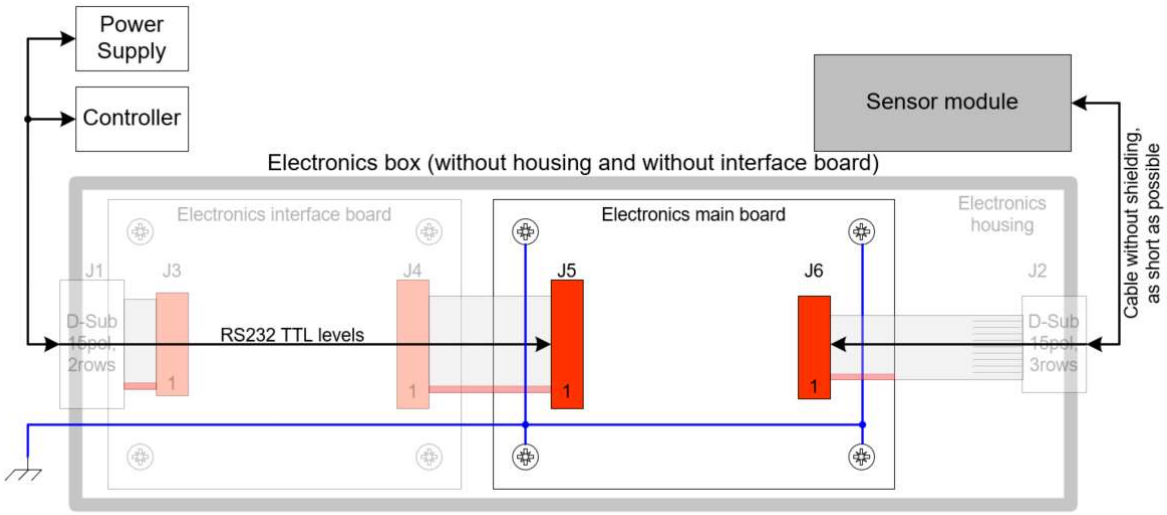

Figure 24 Ground concept without housing and without interface board
- The four marked screws (see Figure 24) have to be connected to the same earth potential.